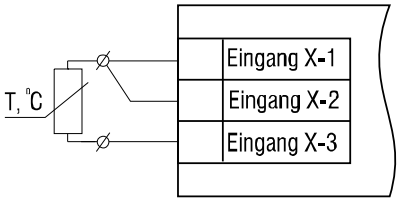

Abb. 4.7 RTD-Sensorverdrahtung
- Deaktivierte Eingänge (Parameter "Sensortyp“ = OFF) müssen gemäß Abb. 4.7 kurzgeschlossen werden.